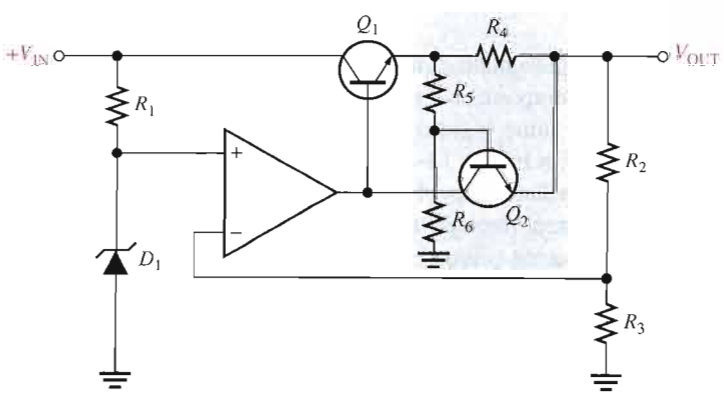

FIGURE 18–10
In an overload or short-circuit condition, the load current increases to a value, $I_{L(max)}$, that is sufficient to cause Q_2 to conduct. At this point the current can increase no further. The decrease in output voltage results in a proportional decrease in the voltage across R_5; thus, less current through R_4 is required to maintain the forward-biased condition of Q_1. So, as V_{OUT} decreases, I_L decreases, as shown in the graph of Figure 18–11.
▶ **FIGURE 18–11**